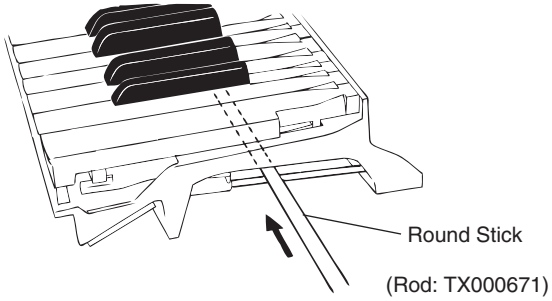

Fig.16
* ***After inserting a round stick (Rod: TX000671) between the frame and the keys, remove the circuit boards. (Fig.16)***